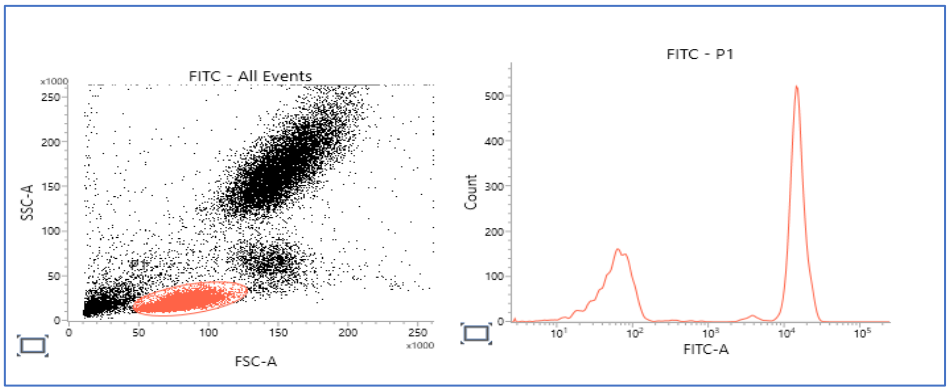

Figure 4: Using Stained Cells as a Compensation control
3. *Single-stained cells* ***(Figure 4)*:**